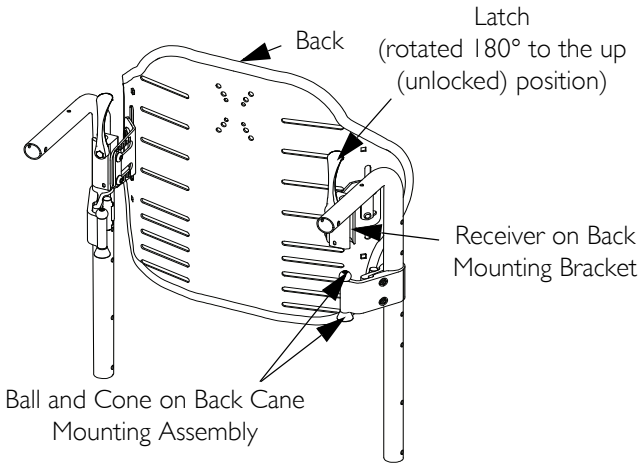

**FIGURE 2.4** Align the back mounting hardware
*NOTE: For this procedure, refer to FIGURES 2.4 through 2.6.*
2. Align and put the receivers on the back mounting brackets onto the back cane mounting assemblies as shown in FIGURE 2.4.